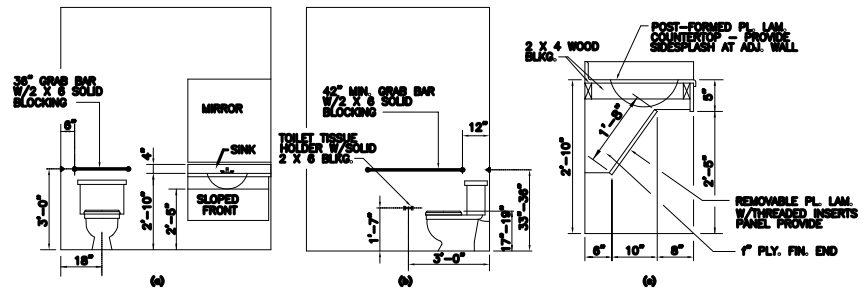

FIG. 31
4.16.3* HEIGHT. THE HEIGHT OF WATER CLOSETS SHALL BE 17" TO 19" (430mm TO 480mm), MEASURED TO THE TOP OF THE TOILET SEAT. SEATS SHALL NOT BE SPRING TO RETURN TO A LIFTED POSITION (SEE FIG. 31).
4.16.4* GRAB BARS. GRAB BARS FOR WATER CLOSETS NOT LOCATED IN STALL SHALL COMPLY WITH 4.26 AND FIG. 31. THE GRAB BAR BEHIND THE WATER CLOSET SHALL BE 36" (915mm) MINIMUM.
4.16.6 DISPENSER. TOILET PAPER DISPENSING SHALL BE INSTALLED WITHIN REACH, AS SHOWN IN FIG. 31. DISPENSERS THAT CONTROL, DELAYED, OR THAT DO NOT PERMIT CONTINUOUS PAPER FLOW, SHALL NOT BE USED.
4.17.6 GRAB BARS. GRAB BARS MAY BE MOUNTED WITH ANY APPROVED METHOD AS LONG AS THEY HAVE A GRIPPING SURFACE AT THE LOCATIONS SHOWN IN FIG. 31 AND DO NOT OBSTRUCT THE REQUIRED CLEAR FLOOR AREA. GRAB BARS SHALL COMPLY WITH 4.26.
4.19.2 HEIGHT & CLEARANCES. LAVATORIES SHALL BE MOUNTED WITH THE RIM OR COUNTER SURFACE NO HIGHER THAN 34" (865mm) ABOVE THE FINISH FLOOR. PROVIDE A CLEARANCE OF AT LEAST 29" (735mm) ABOVE THE FINISH FLOOR TO THE BOTTOM OF THE APRON (SEE FIG. 31).
4.19.6* MIRRORS. MIRRORS SHALL BE MOUNTED WITH THE BOTTOM EDGE OF THE REFLECTING SURFACE NO HIGHER THAN 40" (1015mm) ABOVE THE FINISH FLOOR (SEE FIG. 31).
4.24.2 HEIGHT. SINKS SHALL BE MOUNTED WITH THE COUNTER OR RIM NO HIGHER THAN 34" (865mm) ABOVE THE FINISHED FLOOR (SEE FIG. 31).